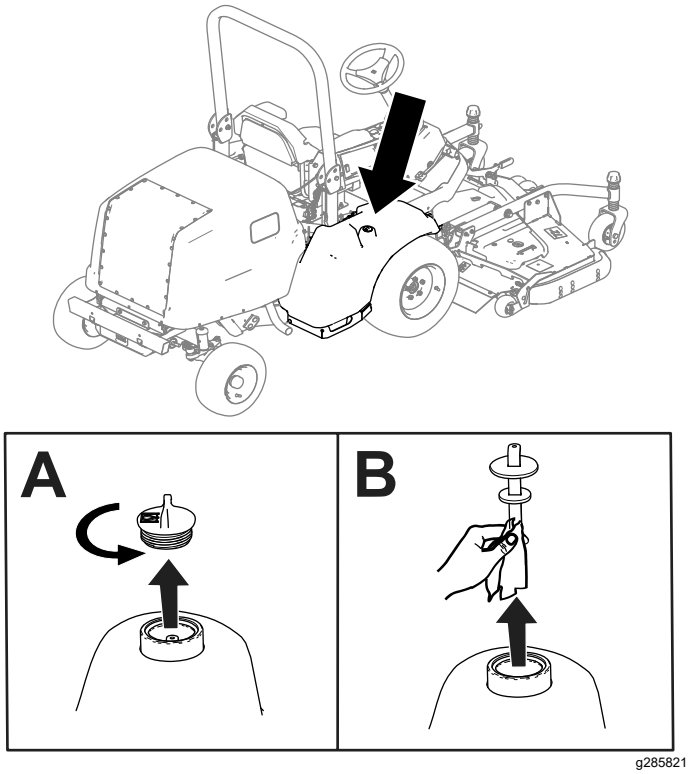

**Figura 83**
2. Rimuovete il tappo dal serbatoio idraulico (Figura 83).
3. Togliete l'asta di livello dal serbatoio idraulico e pulitela con un panno pulito (Figura 83).